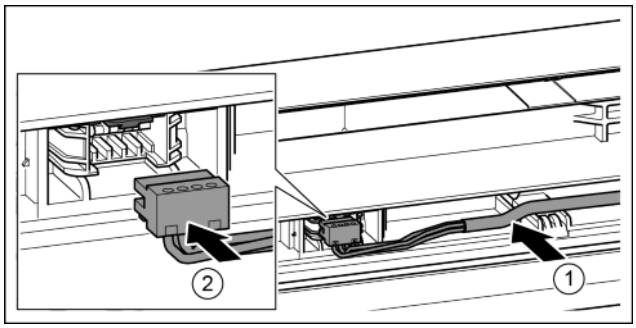

Fig. 36
▶ Šedý kabel vložte do vedení v horních dvířkách. *Fig. 36 (1)*
▶ Zaklesněte zástrčku. *Fig. 36 (2)*